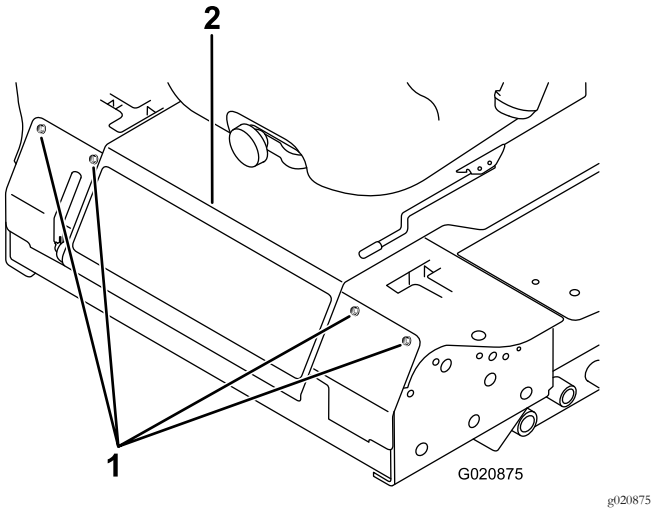

Figur 53
3. Fjern de bolte, der holder frontpanelet fast, og tag panelet af (Figur 53).